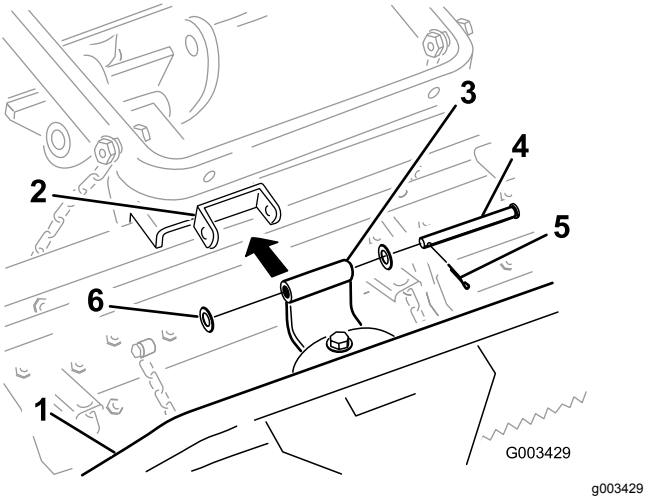

Rysunek 4
2. Zamocuj wspornik obrotu do grabi zębatych w sposób pokazany na Rysunek 4.